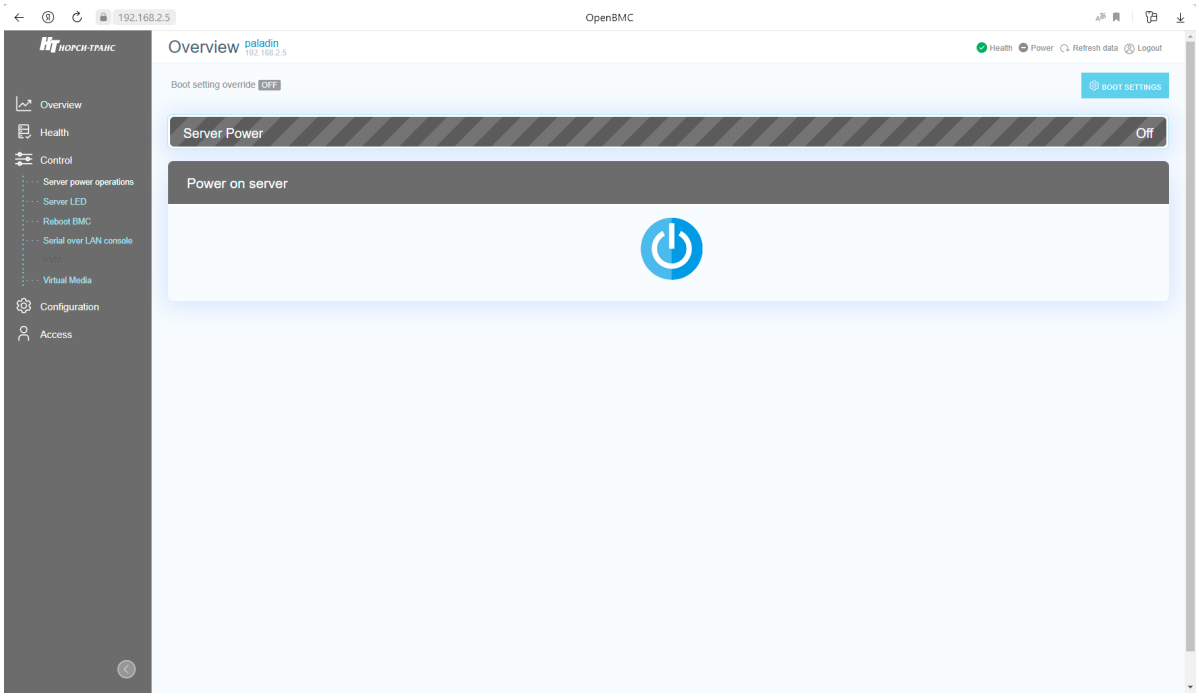

Рис. 77. Окно «Server power operations»
2) Пройдите во вкладку «Control» → «Server power operations» в данной вкладке осуществляется управление сервером. В поле «Server Power» показано состояние сервера «On» или «Off». В поле «Power on server» при нажатии на кнопку осуществляется включение и выключение сервера. Окно показано на рис. 77 Окно «Server power operations».